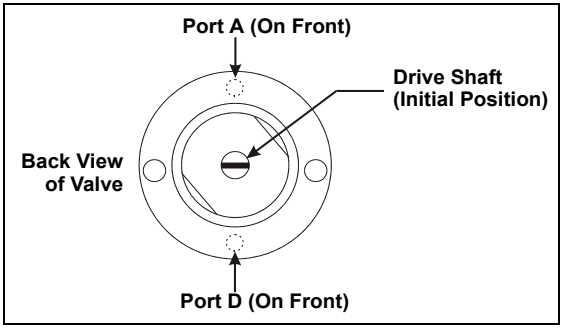

Figure 5-33. Sample Syringe Valve Drive Shaft Initial Position
4. Check the back of the new sample syringe valve (P/N 054242). The valve drive shaft should be perpendicular to valve ports A and D (see Figure 5-33).